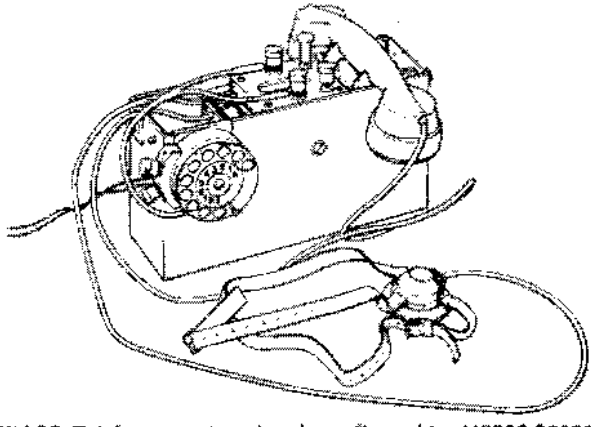

Bild 26. Telefonapparat med ansluten fingerskiva M3926-990029
1. Haka fast en fingerskiva vid apparatlådan (bild 26 och 27).